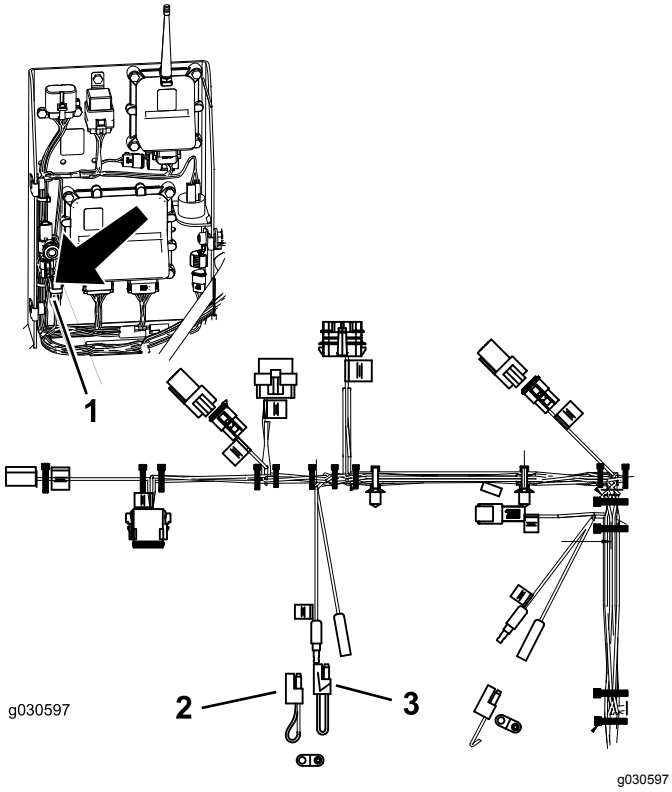

Figur 32
2. Koble de to ledningskontaktene fra grisehalekoblingen som vist i Figur 32.